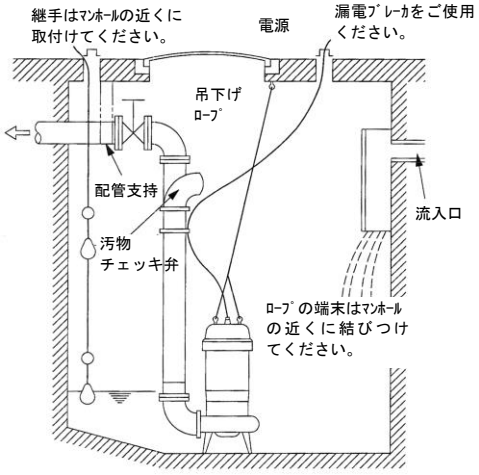

図 2
4)　槽内の流れがある場合には適当な配管を支持してください。(図 2 参照)